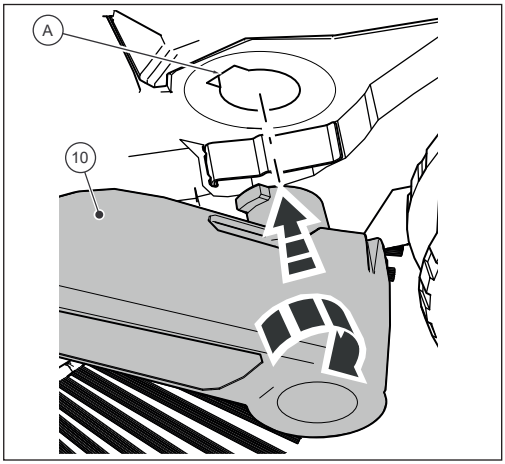

Abb. 10: Montaje de las empuñaduras
2. Coloque uno de los dos herrajes de empuñadura con la lengüeta de enclavamiento del herraje de empuñadura (10) en la ranura prevista en el marco (A) para que pueda encajar (Fig. 10).